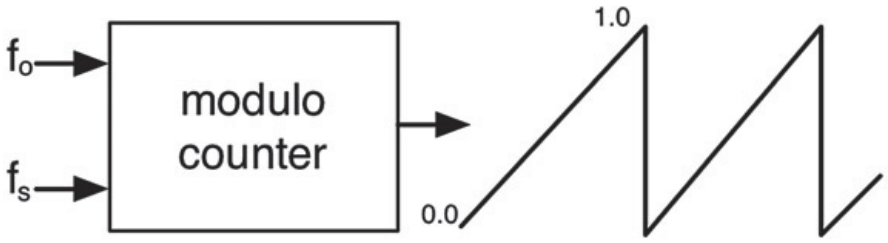

Figure 5.1: The modulo counter produces a ramp or sawtooth waveform.
*Note: some categorize ramp and sawtooth as being two different waveforms where the ramp waveform has a perfectly linear ramp edge as shown in Figure 5.1 while the sawtooth edge is curved outward as in Figure 5.19 (a) and (d). In this book, sawtooth refers to the same waveform as ramp, both having a linear edge.
The trivial oscillators are simple to design and calculate. We will use them again inside of pitched oscillators by modifying their discontinuities, so it is important to examine the modulo counter concept. Every oscillator in the chapter will use the modulo counter as its inner clock. A modulo counter is a counter that starts at zero, counts upward to a specified value, then rolls over and back to zero where it begins counting up again. Our modulo counters are unipolar and count from zero up to 1.0. Once the counter hits or exceeds 1.0, it rolls over back to zero, plus the amount it exceeds the 1.0 value. The counter is reset to zero when the oscillator is triggered and counts upwards with a constant increment called inc. The inc value represents the current phase of the oscillator and is also commonly called the phase increment. The inc value determines the frequency of the oscillator. The output of the modulo counter is a ramp or sawtooth waveform. Therefore, it directly implements the trivial sawtooth oscillator. The modulo counter is shown in Figure 5.1.